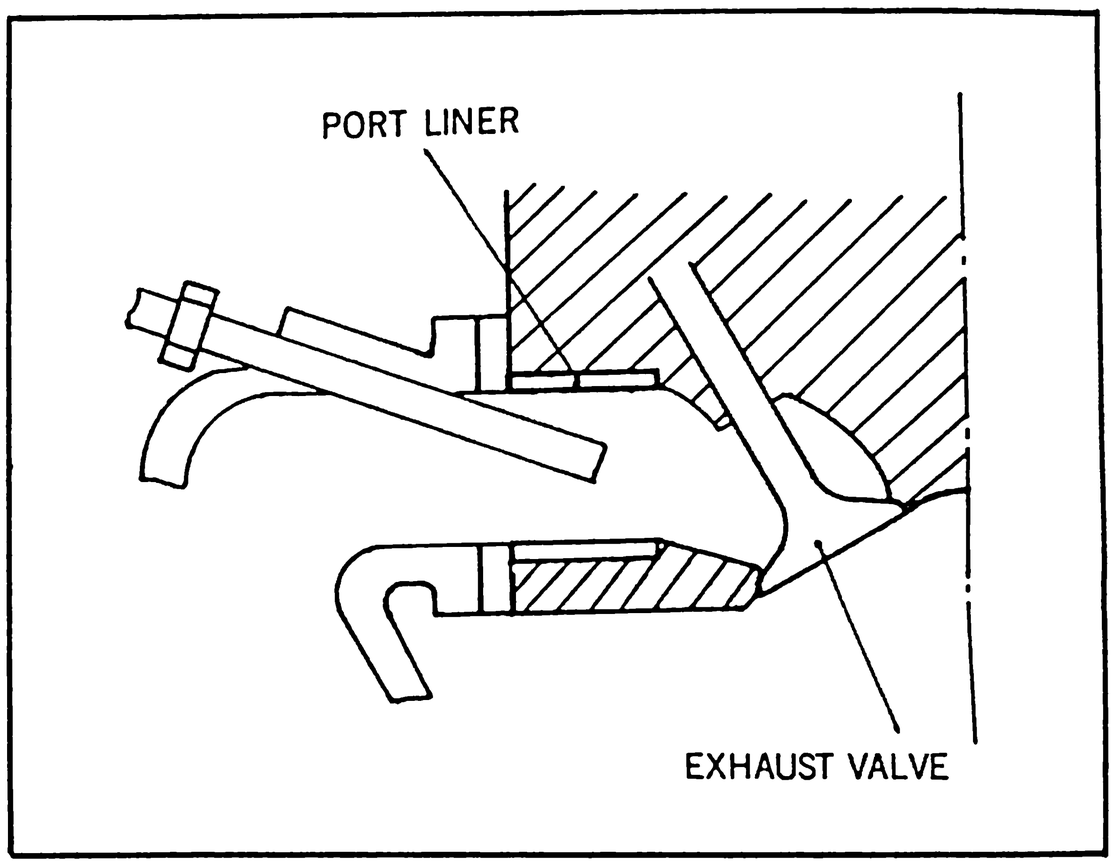

Fig. 1-12 Port liner
- The port liner has been installed on the exhaust port of the cylinder head in order to prevent lowering of exhaust gas temperature, as shown in Fig. 1-12.